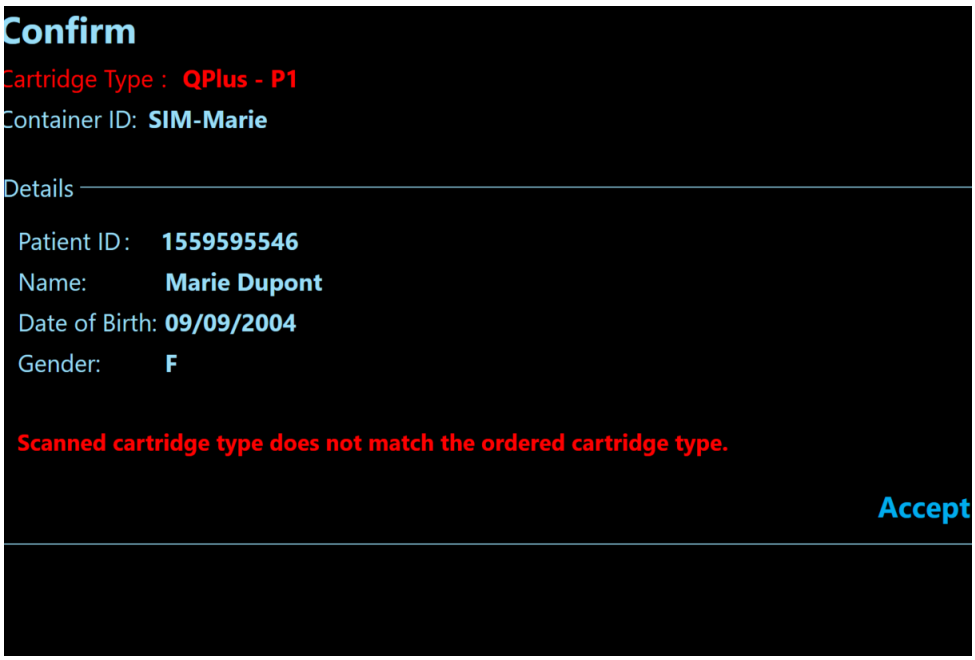

Figure 20. Order Not Pending Screen
1. If Positive Patient ID (PPID) with LIS is enabled and if the Scanned order does not match the ordered cartridge type, the following screen displays(Figure 20).